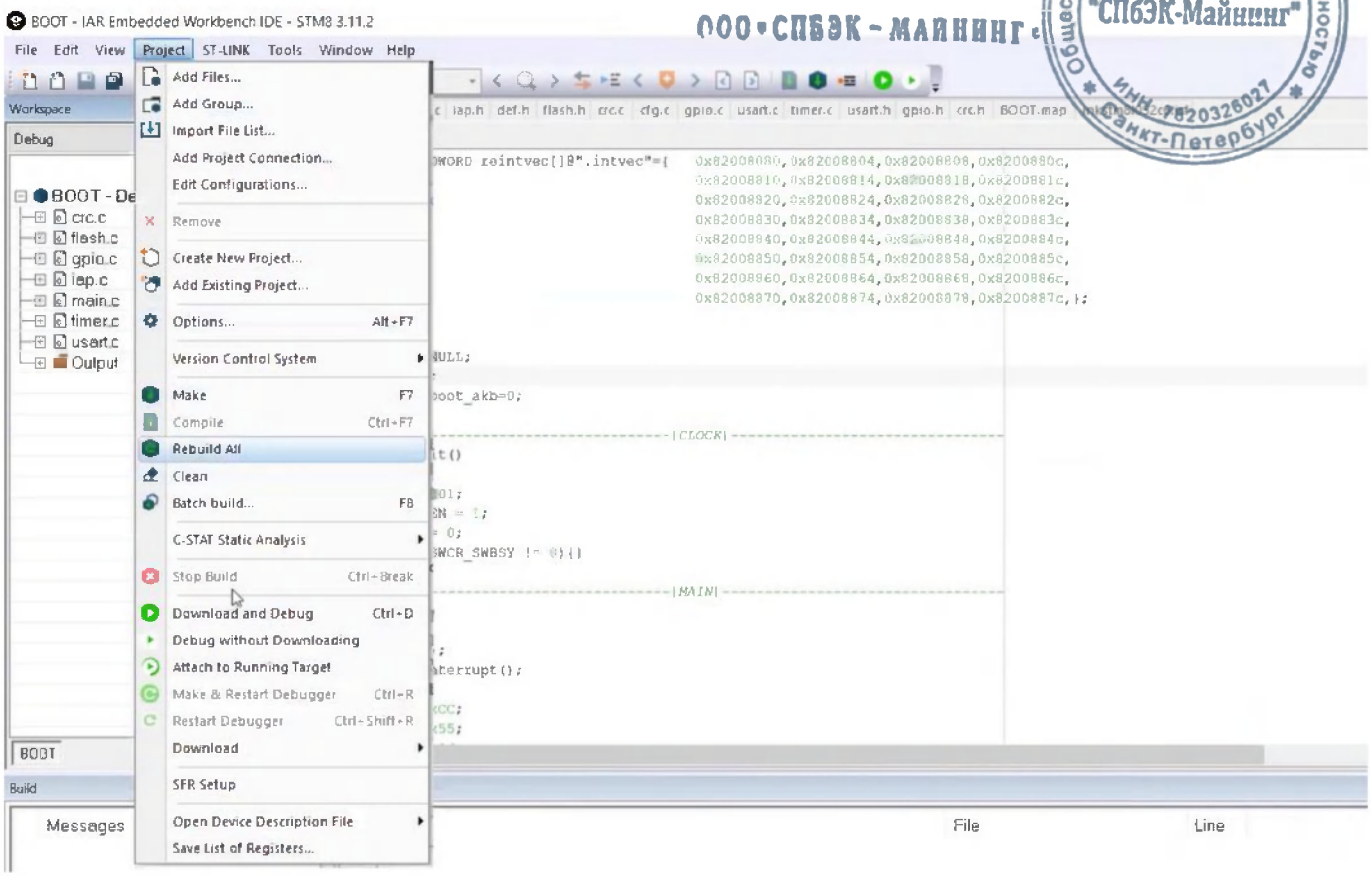

Рисунок 15
4.3.3 Запустить компиляцию через меню Project\Rebuild all (Рисунок 15).